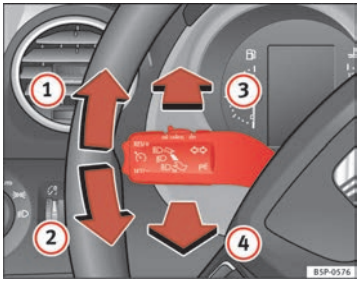

Fig. 78 Turn signal and main beam headlight lever
– Move the lever all the way up ⇒ fig. 78 (1) to indicate **right**, and all the way down (2) to indicate **left**.
– If the dipped lights are on, push the lever forward ⇒ fig. 78 (3) to switch on the main beam.
– Push the lever towards the steering wheel ⇒ fig. 78 (4) to switch off the main beam.